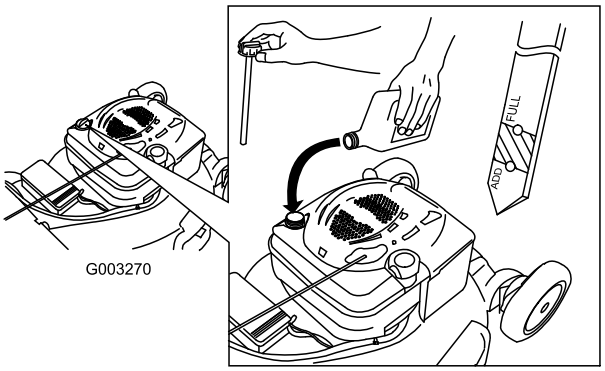

Figura 7
1. Togliete l'asta di livello (Figura 7).
2. Versate **lentamente** l'olio nel tubo di riempimento finché non raggiunge il segno di pieno sull'asta (Figura 7). **Non riempite troppo.** (Riempimento massimo: 0,59 litri, tipo: olio detergente SAE 30W con service classification API SF, SG, SH, SJ, SL o superiore.)